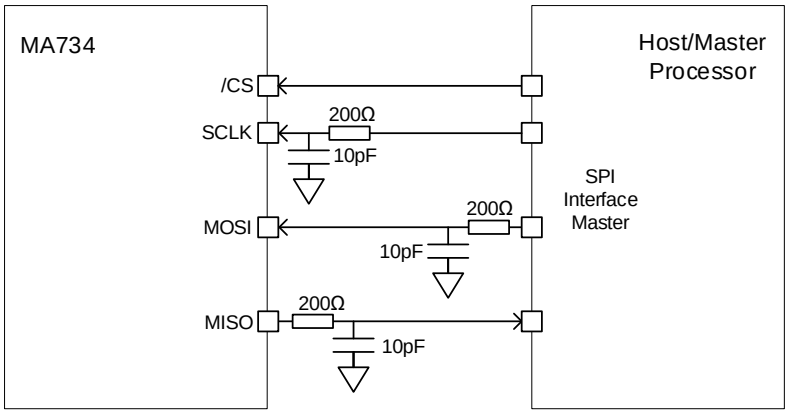

Figure 7: Example of RC Low-Pass Filter on SPI Signals
- Insert an RC low-pass filter on SCLK. This RC filter must be located close to the sensor; it is recommended to use a 200Ω serial resistor with a 10pF shunt capacitor in order to have a filter with a cutoff frequency of about 80MHz (see Figure 7).